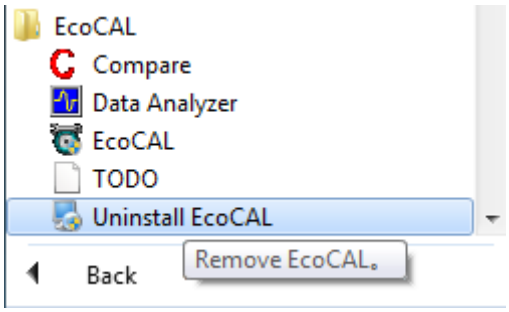

图 1 卸载软件
1.单击系统的“开始菜单”项，选择“所有程序→EcoCAL→Uninstall EcoCAL”项，开始卸载，如下图 1 所示；